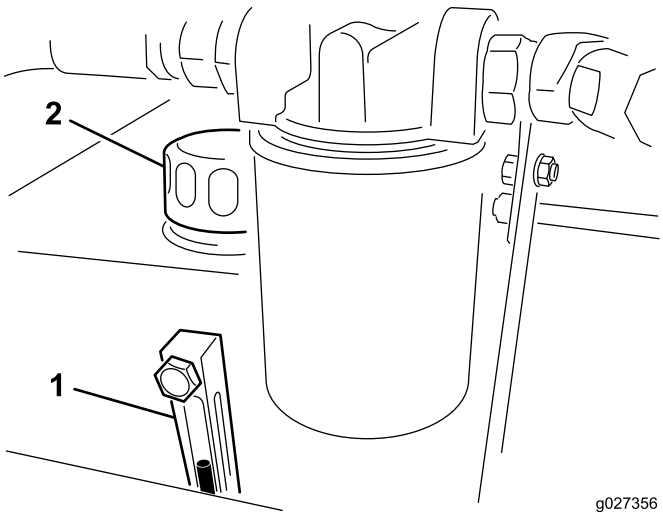

Figur 6
2. Kontrollér væskeniveauet vha. skueglasset (Figur 6). Hvis væsken når op til midten af glasset, er væskeniveauet tilstrækkeligt.